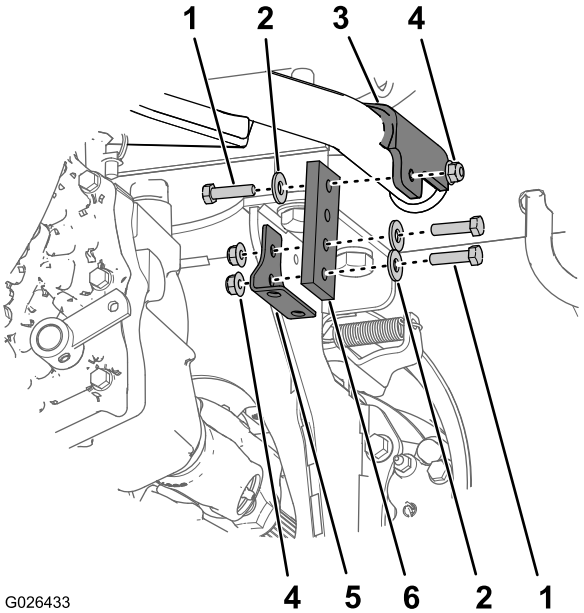

Figuur 9
1. Lijn 2 van de gaten in de andere uitlaatophanging uit met de gaten in de uitlaatpijpbeugel (Figuur 9).
2. Monteer de uitlaatophanging op de uitlaatpijpbeugel; gebruik hierbij 2 bouten (5/16 x 1-1/4 inch), ringen en flensborgmoeren (Figuur 9).
3. Lijn het gat aan het andere uiteinde van de uitlaatophanging uit met het gat in het montagepunt van de tanksteunbuis (Figuur 9).
4. Monteer de uitlaatophanging op het montagepunt; gebruik hierbij 2 bouten (5/16 x 1-1/4 inch), ringen en flensborgmoeren (Figuur 9).